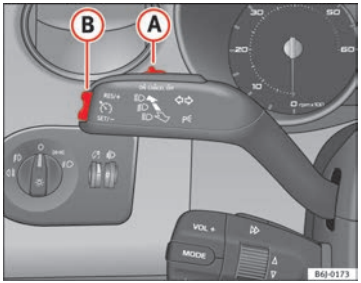

Fig. 123 Turn signal and main beam headlight lever: switch and rocker switch for the cruise control
– Press the lower part **SET** of the rocker switch ⇒ Fig. 123 (B) once briefly when you have reached the speed you wish to set.